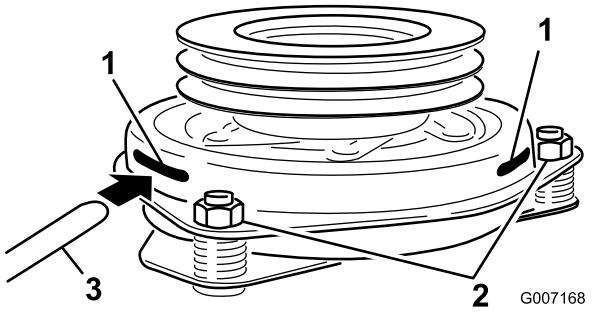

Figuur 63
Controleer of deze tussen de wrijvingsvlakken van de armatuur en de rotor zit (Figuur 63).
9. Draai de borgmoeren aan totdat de voelermaat licht is vastgeklemd maar gemakkelijk binnen de spleet kan bewegen (Figuur 63).